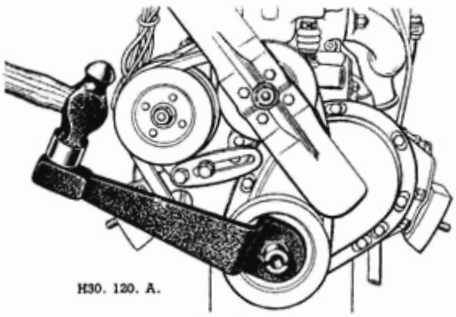

Fig. A.27.
(2) Remove the radiator (see Section C).
(3) Slacken the dynamo attachment bolts and remove the belt.
(4) Bend back the tab on the crankshaft pulley nut locking washer. Unscrew the nut using Service Tool 18G 98 as shown in Fig. A.27.
(5) Pull off the crankshaft pulley with an extractor or Service Tool 18G 2.
(6) The timing cover is secured by four $\frac{5}{16}$ in. and six $\frac{1}{4}$ in. UNF setscrews. Each setscre whas a shake-proof washer and a plain washer. Unscrew all ten setscrews and remove the timing cover.
(7) Take care not to damage the timing cover gasket. If it is damaged, clean the face of the cover flange and the engine front mounting plate and fit a new gasket when reassembling.
(8) The oil seal situated in the timing cover should also be renewed if necessary.